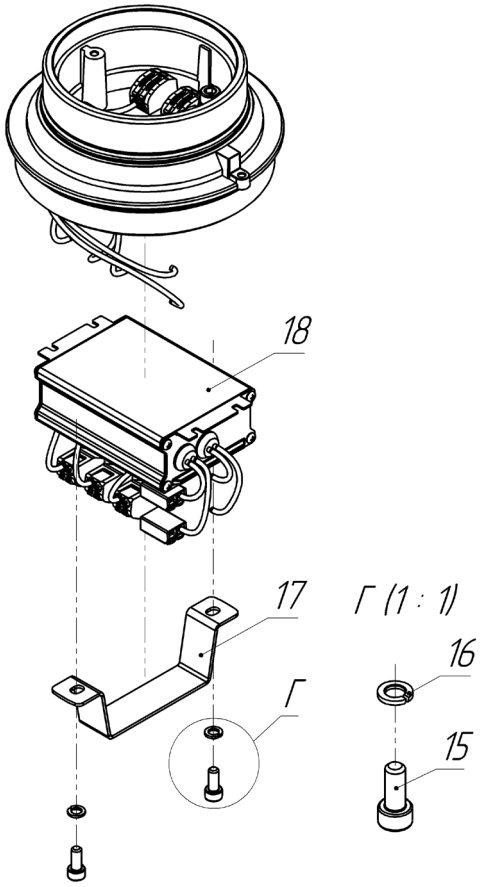
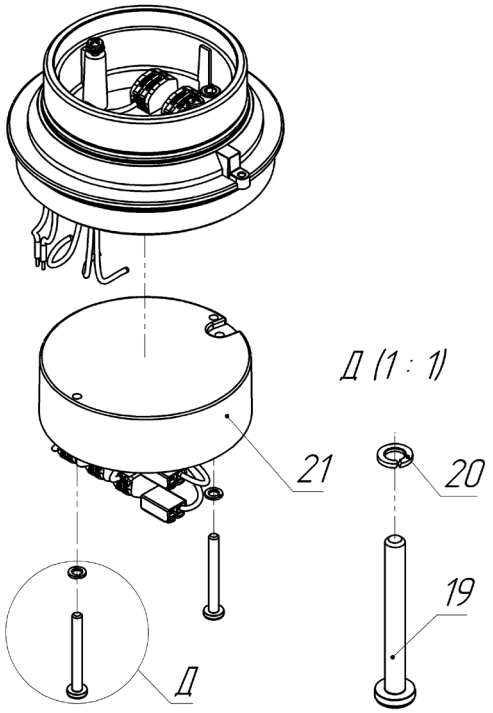

Рис. 7
Рис. 8
**В зависимости от модификации светильника, (рис.7) - воспользоваться методикой п.4.1.8 (А), (рис.8) -воспользоваться методикой п.4.1.8 (Б)**
4.1.8 (А) – Выкрутить винты поз. 15, снять шайбы поз. 16. Снять скобу поз.17, прижимающую источник питания. Извлечь из клеммных колодок провода, питание, заземления и провода диммирования (при наличии данной функции). Снять источник питания поз. 18 с поверхности основания блока источника питания (См. рис.7).
4.1.8 (Б) - Выкрутить винты поз. 19, снять шайбы поз. 20. Извлечь из клеммных колодок провода, питание, заземления и провода диммирования (при наличии данной функции). Снять источник питания поз. 21 с поверхности основания блока источника питания (См. рис. 8).